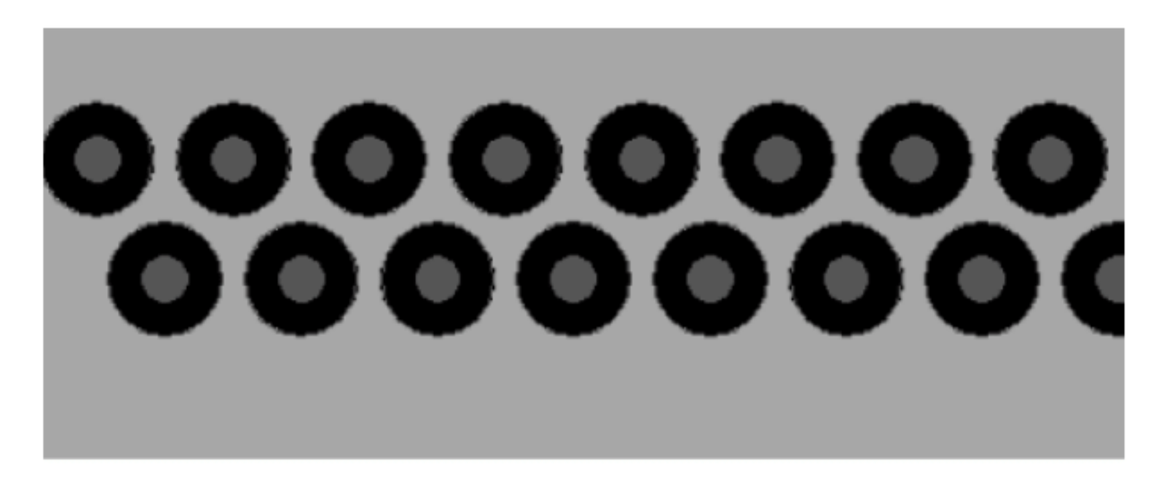

图 8-13　平面完整性
(2) 布线要求
① 走线间距满足 3W 原则。
② 数据线要求同组同层走线，以保持信号的一致性；地址组不做要求。
③ 组与组之间，在同层连接时不可交叉走线。
④ 数据线 DQS 不要与时钟线相邻，应布在数据组内部。
⑤ LPDDR3 信号必须有完整的地平面和电源平面，如图 8-13 所示，并禁止其他类型的信号线穿过 LPDDR3 的走线区域。